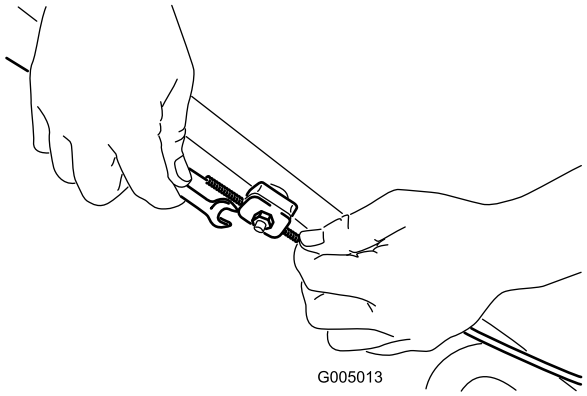

Bild 30
1. Lösen Sie die Kabelstützenmutter (Bild 30).